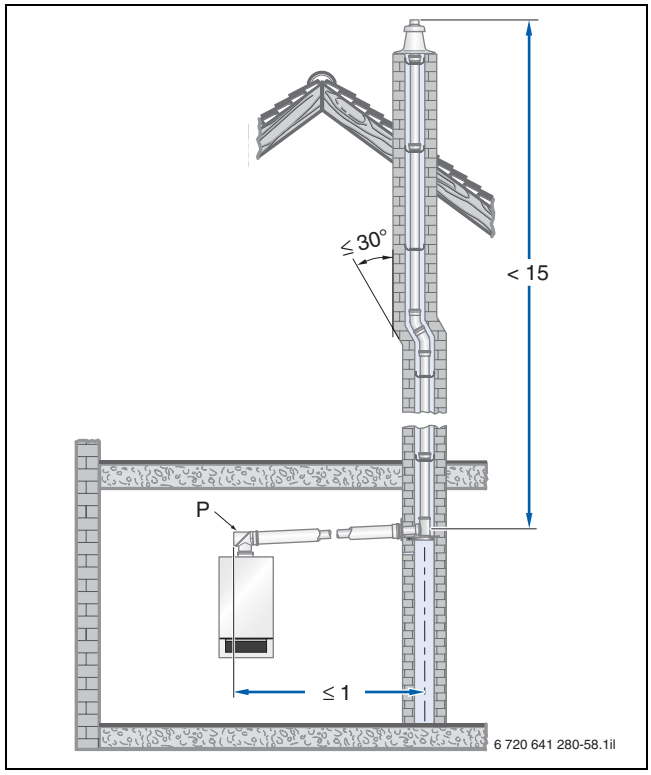
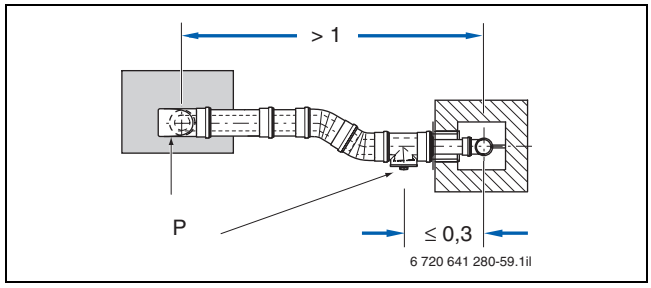

Bild 108 Beispiel zur Anordnung der Prüföffnung (P) bei einer Abgasleitung ohne Umlenkung im Aufstellraum (Maße in m)
Bild 109 Beispiel zur Anordnung der Prüföffnungen (P) bei einer Abgasleitung mit Umlenkung im Aufstellraum – Draufsicht (Maße in m)
Gemäß DIN 18160-1 und DIN 18160-5 müssen Abgasanlagen für raumluft**un**abhängigen Betrieb leicht und sicher zu überprüfen und ggf. zu reinigen sein. Hierzu sind Prüföffnungen einzuplanen (→ Bild 108 und Bild 109).
- an der Stirnseite im geraden, waagerechten Abschnitt der Abgasleitung höchstens 1 m von der Umlenkung in den senkrechten Abschnitt entfernt, wenn sich dazwischen keine Umlenkung befindet (→ Bild 108) **oder**
- seitlich im waagerechten Abschnitt der Abgasleitung höchstens 30 cm von der Umlenkung in den senkrechten Abschnitt entfernt (→ Bild 109).
- die untere Prüföffnung nach DIN 18160-1 und DIN 18160-5 ausgeführt ist (→ Bild 108 und Bild 109).